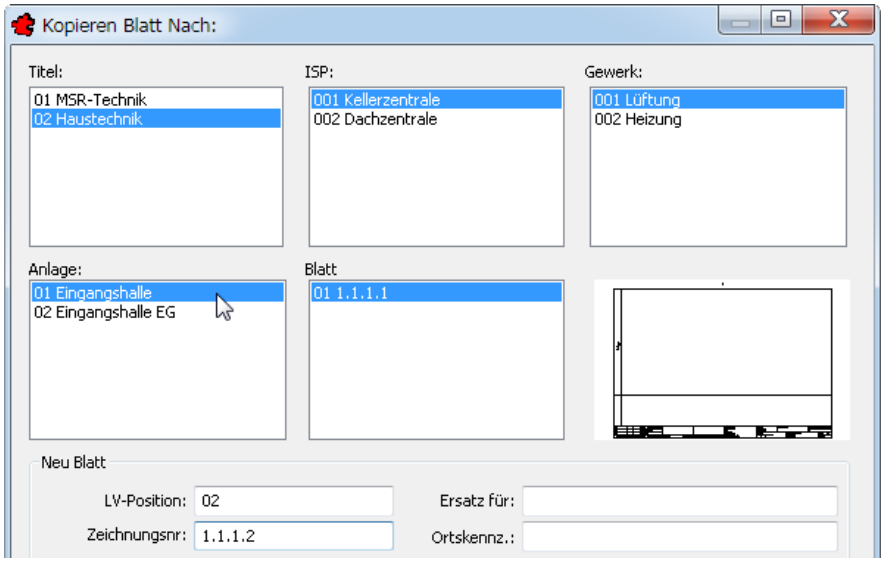

Bild 18.33 – Kopieren eines Blattes
- Wählen Sie die gewünschte hierarchische Position für die Kopie. Ein zweites Blatt in der gleichen *Anlage* – z. B. als Variante – erstellen Sie, indem Sie just wieder diese Anlage – hier *01 Eingangshalle* – wählen (Abb. 18.33, Mauszeiger).